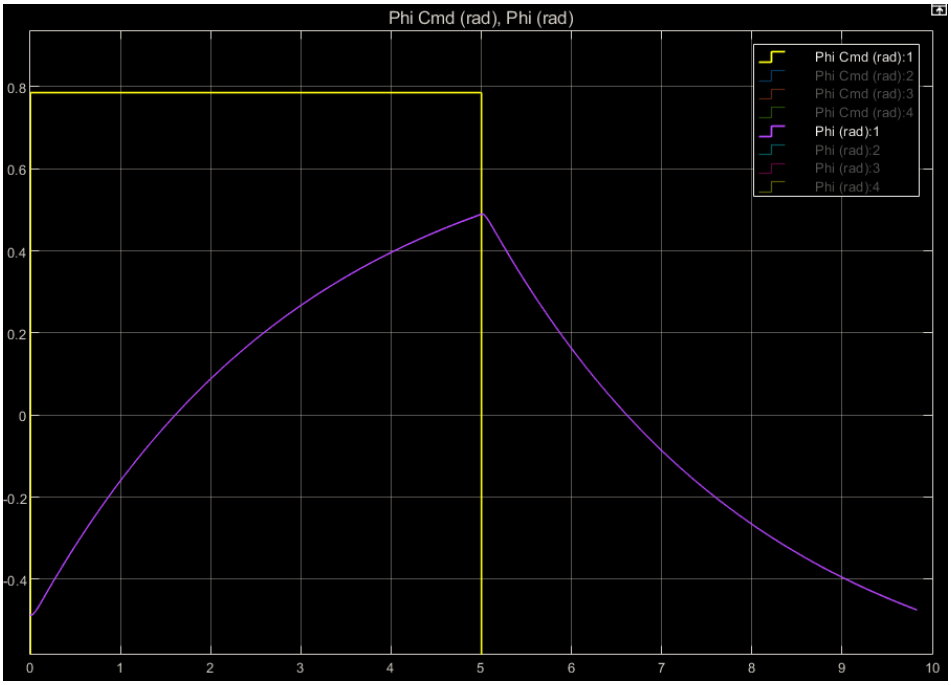

Figure 2.3 Plot of QArm response to pulse input with proportional gain of [0.1 0.1 0.1 0.1]
5. Keep the proportional gain matrix K_p at $[0.1\ 0.1\ 0.1\ 0.1]$ (it is a 1x4, one gain for each joint). To apply a pulse signal to a joint you will need to toggle one of the switches in the Exploration Box to be 'ON'. Start by toggling the Base joint. Set the gain block after the Base signal generator to 1 and leave the bias block set to zero for now. The pulse input applied to the arm oscillates between $\frac{\pi}{4}$ and $-\frac{\pi}{4}$ ($+45$ and -45 degrees). You can use the Controller Performance scope to monitor the arm's response, and you will also be able to see the physical arm responds. You can turn **off** all plotted lines **apart from** *'Phi Cmd (rad) 1'* and *'Phi (rad) 1'* by clicking each coloured line and you should see the response shown in Figure 2.3.